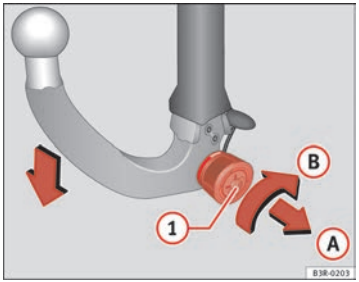
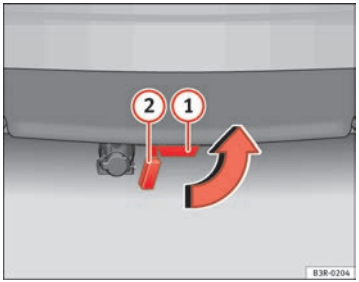

Fig. 170 Removable towing bracket: Removing the ball joint
Fig. 171 Rear bumper: fitting the cover piece
– Insert the key in the lock (1) ⇒ fig. 170 on the knob.
– Take hold of the ball joint and pull out the knob in direction (A).
– Keep hold of the knob and turn it as far as it will go in direction (B).
– Pull the ball joint down out of the mounting fixture (1) ⇒ page 207, fig. 171. The cover piece will cover the mounting fixture automatically (2).